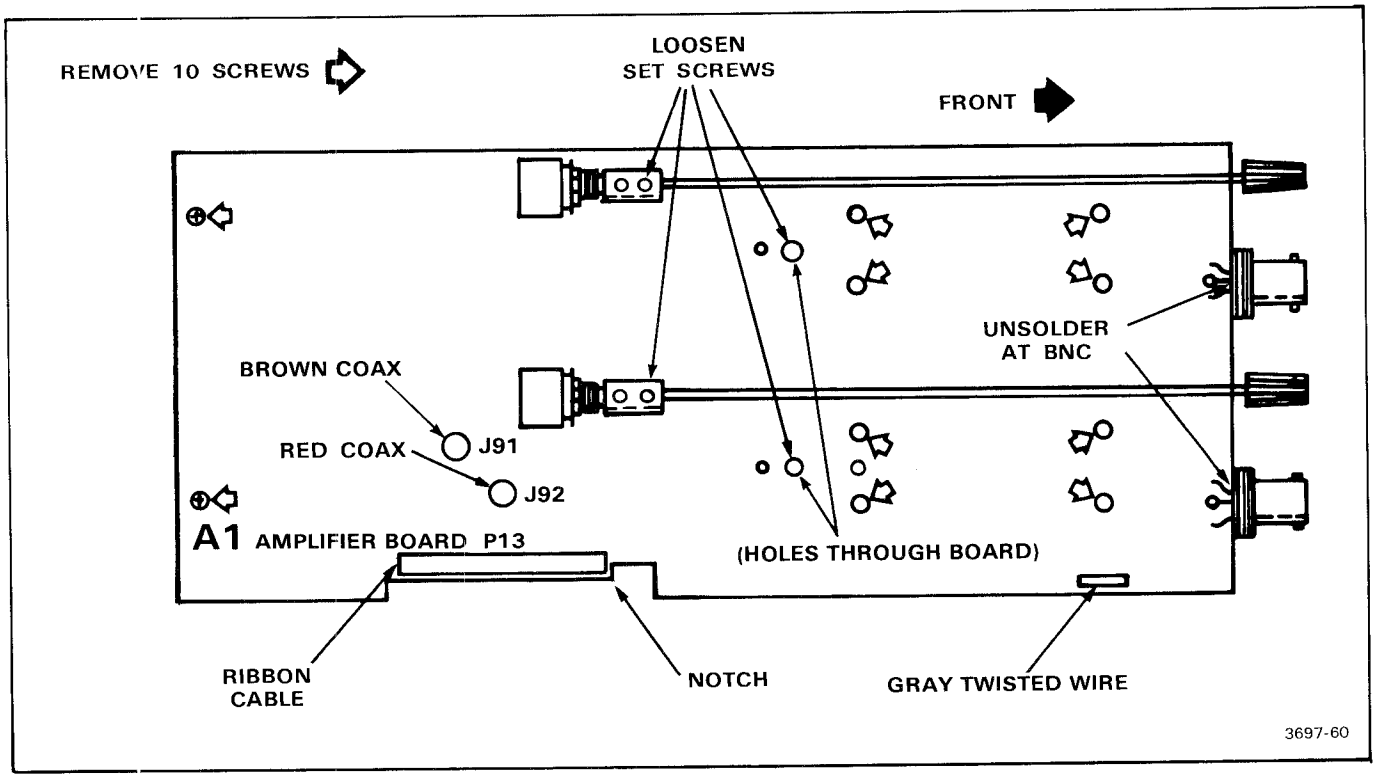

Figure 4-14. Securing screw and connector locations.
Refer to Figure 4-14 for location of parts mentioned in the following removal and installation procedures.
5. Remove the 10 screws marked with arrows in Figure 4-14.
Install the A1-Amplfiier board as follows (refer to Figure 4-14):
4. Connect the 4 cables to the appropriate connectors. Refer to Figure 4-14.
5. Install extension shafts (4).